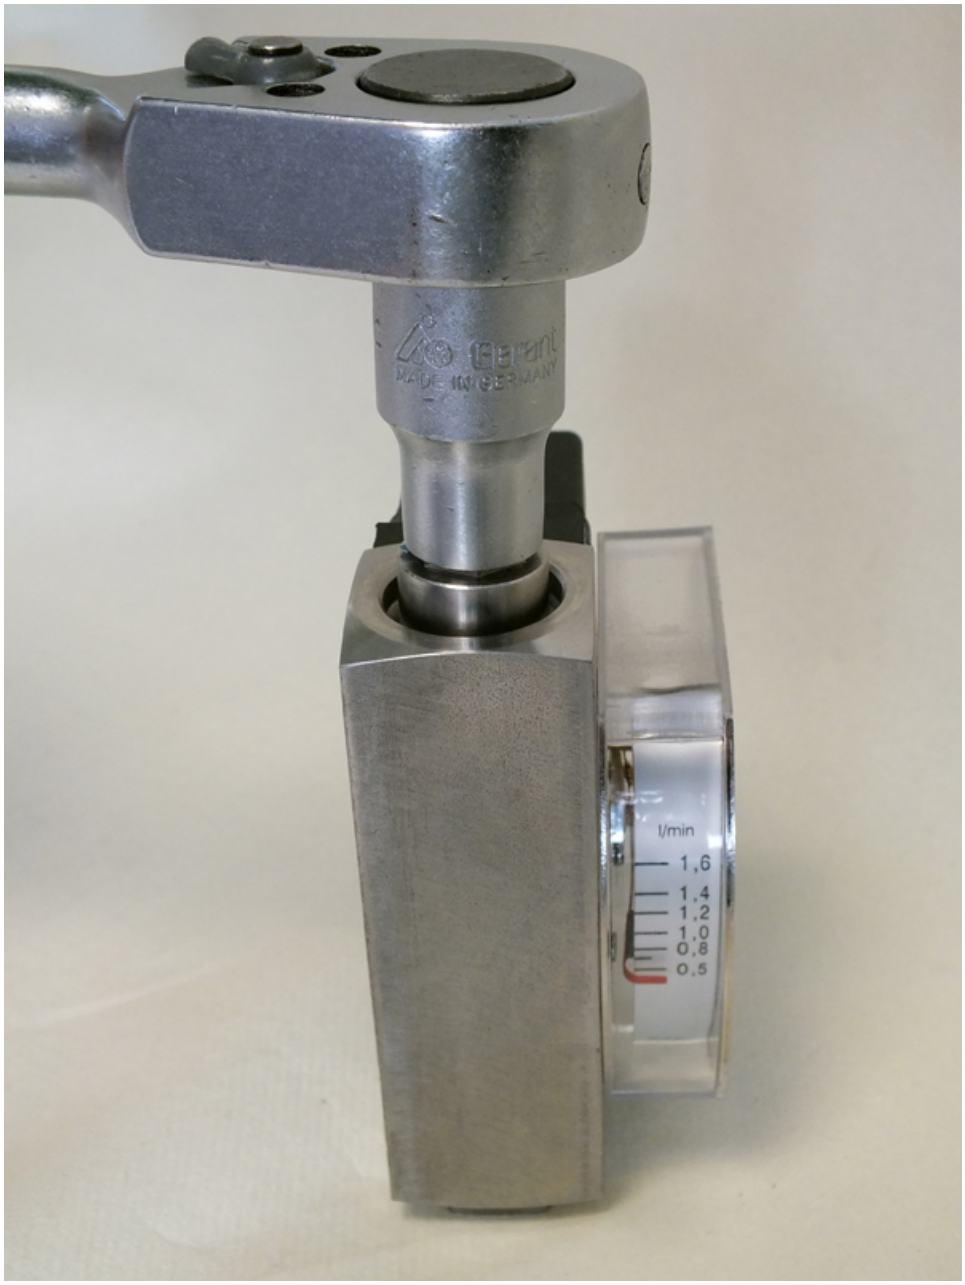

Fig. 49: Loosen threaded ring (outlet)
9. Insert socket wrench into the threaded ring insertion tool and loosen the threaded ring (*Fig. 49*). Hold the device body in place using a proper sized spanner wrench.